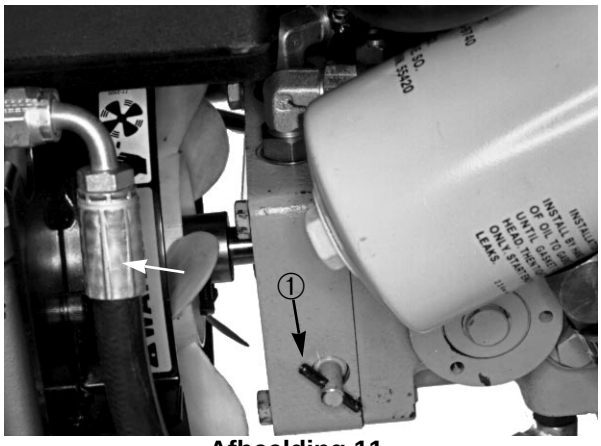

Afbeelding 11
1. Verwijder de drie (3) schroeven waarmee het zijpaneel aan de linkerkant van de machine gemonteerd is en verwijder het paneel.
2. Draai de bypass klep op de pomp tegen de wijzers van de klok in totdat deze volledig open staat (Afb. 11).